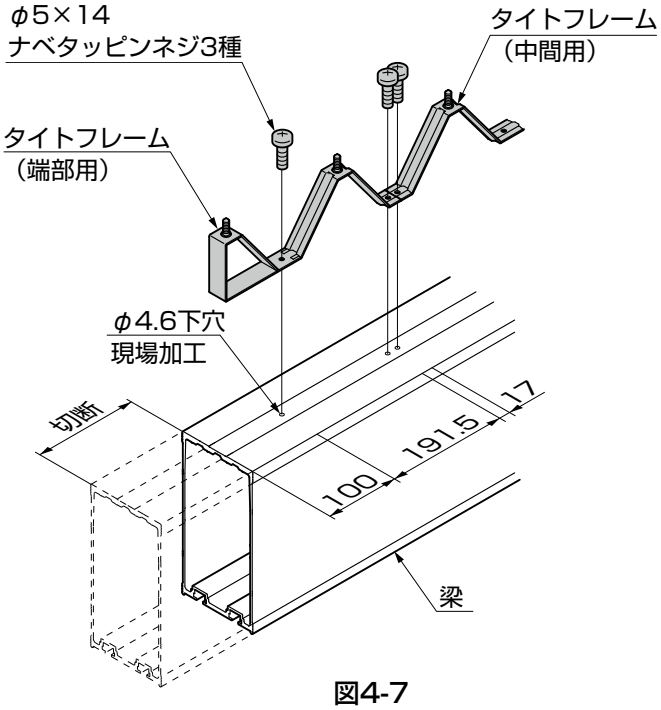

図4-7
③梁に下穴をあけ直し、タイトフレームを「φ5×14 ナベタッピンネジ 3 種」で取付けてください。（図 4-7 参照）